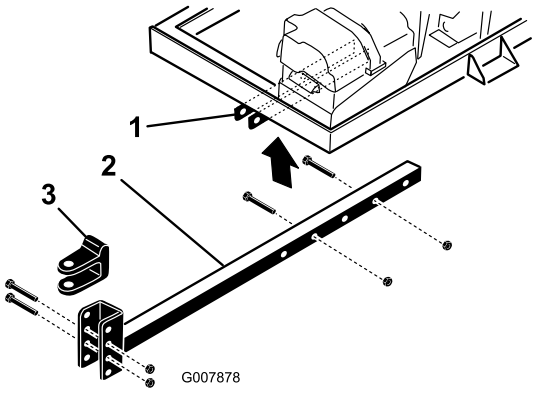

Figur 4
2. För in dragkroksröret i ramfästena (Figur 4). Fäst röret på ramen med två skruvar (3/8 x 3 tum) och flänsmuttrar 3/8 tum).
- Ta bort de skruvar och låsmuttrar som håller fast dragkroksklykan (Figur 4) på dragkroksröret.
- Lossa de skruvar och muttrar som håller fast dragkroksröret på ramfästena (Figur 4).